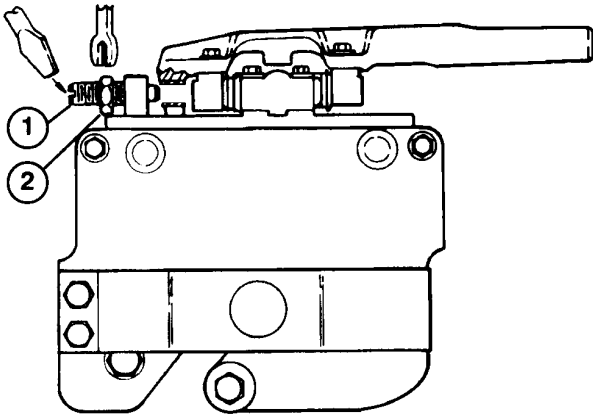
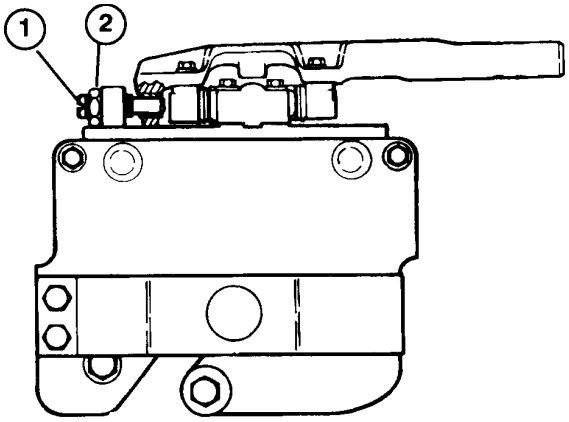

Fig. 2
Fig. 3
- Start motoren og senk klippeenhetene på et flatt underlag, f.eks. et stykke 2,5 cm kryssfinér (minst 50 x 70 cm). Stopp motoren og ta tenningsnøkkelen ut. Lås klippeenhetene i fast stilling ved å løsne mutteren på låsestiften (fig. 2) og skru stiften inn i hullet på dreiearmen (fig. 3). Trekk mutteren til. Løft fremre valser slik at de ikke berører det flate underlaget.
- Løsne låsestiften slik at klippeenheten kan bevege seg fritt (fig. 2).